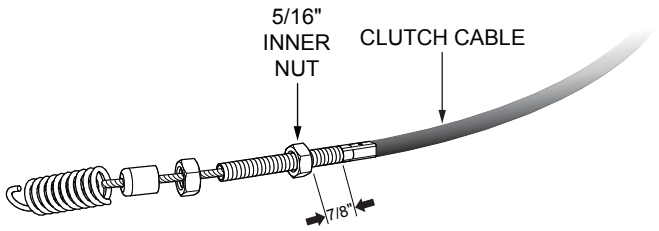

Figure 17. Inner Nut Adjustment
7. Adjust the 5/16" inner nut (Figure 17) until there is a distance of 7/8 inch from the threaded end of the clutch cable to the inner nut.